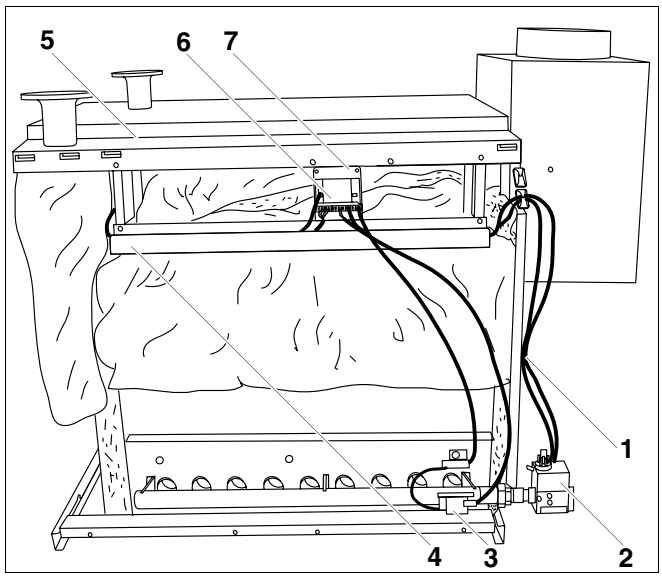

Рис. 69 Цифровой блок управления горелкой
- Прикрутить опорную пластину блока управления горелкой (рис. 69, **поз. 7**) 2 винтами к боковым крышкам котла (рис. 69, **поз. 5**).
- Соединить блок управления горелкой (рис. 69, **поз. 6**), газовую арматуру (рис. 69, **поз. 2**), тактовое устройство розжига (рис. 69, **поз. 3**) и контролирующий электрод согласно электрической схеме.
- Выполнить соединения между блоком управления горелкой (рис. 69, **поз. 6**), системой управления и дополнительной системой управления в соответствии с прилагаемой электросхемой.
- Провода от блока управления горелкой (рис. 69, **поз. 6**) к системе управления прокладываются в кабельном канале (рис. 69, **поз. 4**), затем вставляются в отверстие на передней крышке котла.
- Провода между газовой арматурой (рис. 69, **поз. 2**) и блоком управления горелкой (рис. 69, **поз. 6**) крепятся фиксатором (рис. 69, **поз. 1**) к задней стенке и проводятся в кабельном канале (рис. 69, **поз. 4**).